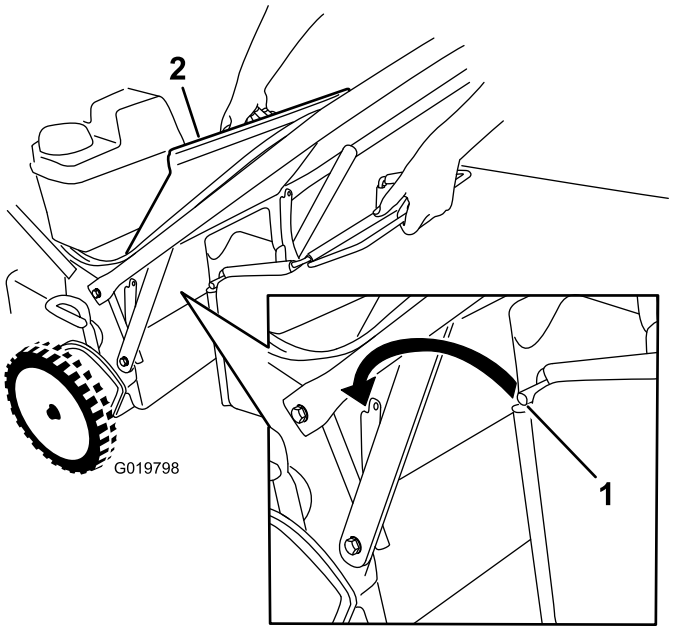

Figur 25
1. Løft og hold oppe den bakre avlederen (Figur 25).
3. Monter posestangen i hakkene på håndtakets base, og vugg posen frem og tilbake for å sjekke at stangen sitter godt på bunnen av begge hakkene. Se Figur 25.